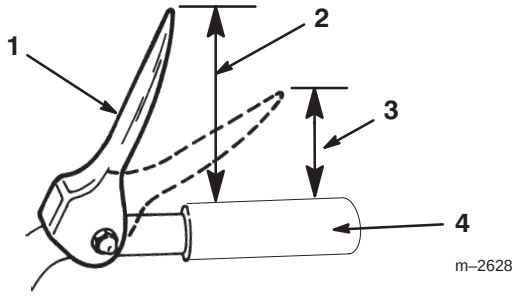

Figur 11
3. Justera låsmuttern med fläns uppåt eller nedåt på den övre hjuldrivningsstången tills avståndet mellan ovansidan av handtaget och undersidan av hjuldrivningsreglaget är ungefär 13 cm som framgår av figur 11.